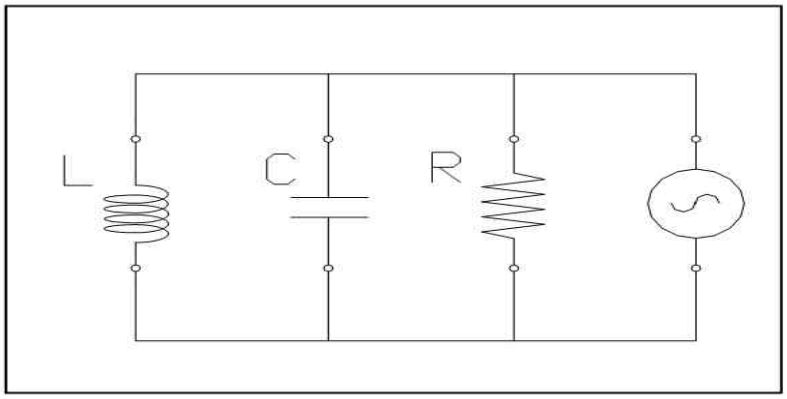

Рисунок 12.1: схема резонатора RLC
4. индуктора (внешний индуктор, смонтированный на головке нагрева) индуктивности L ( рис.12.1)